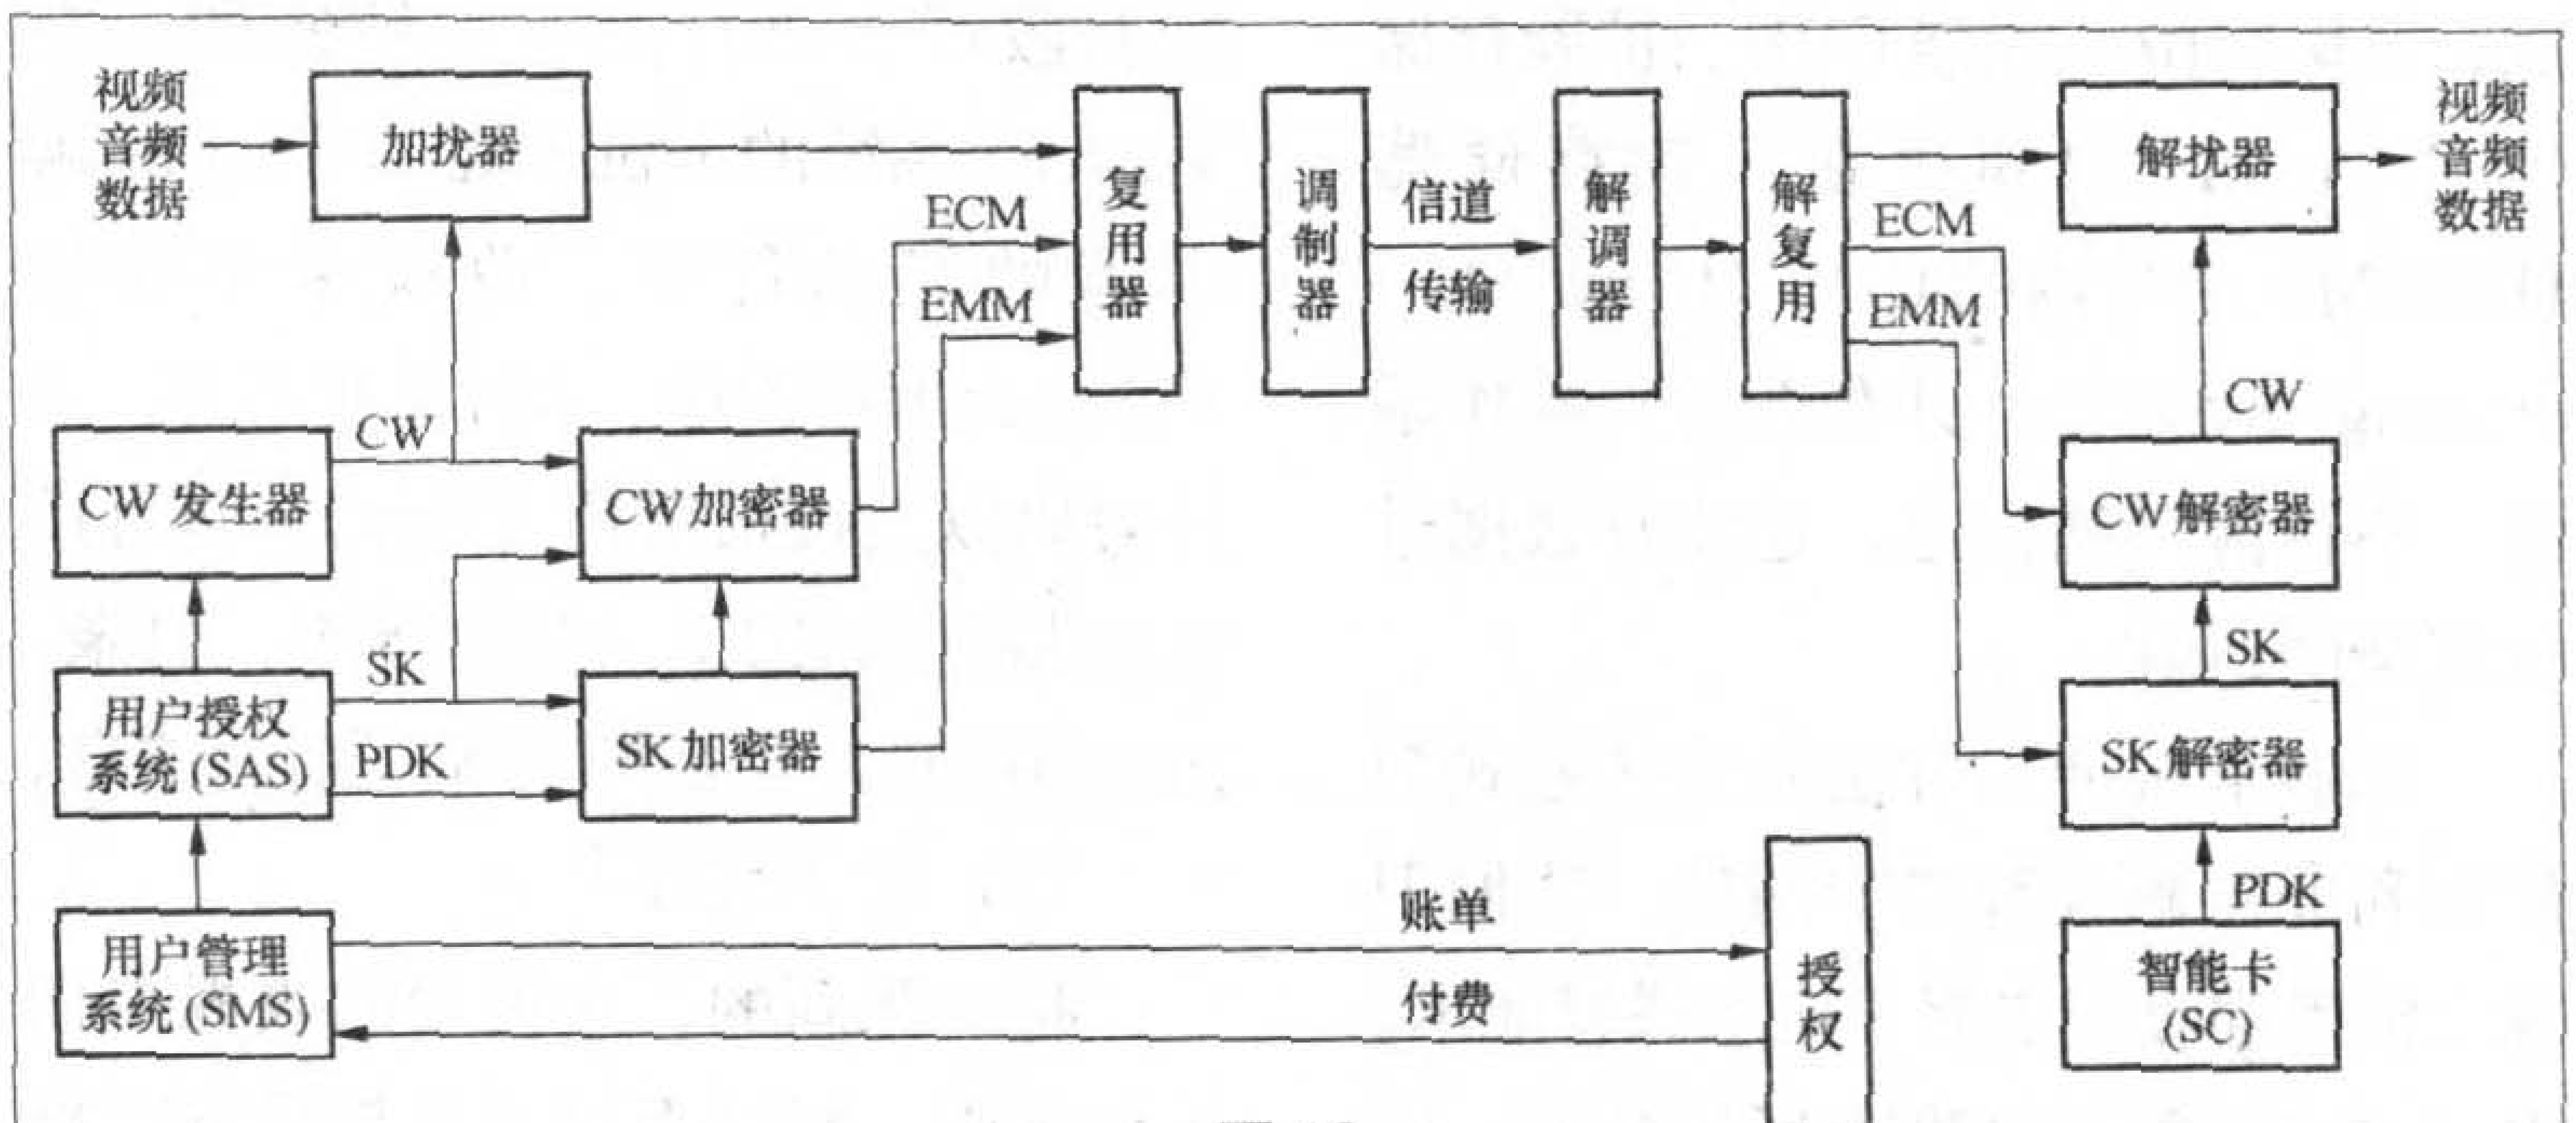

图12
条件收视系统有两项基本功能：①通过加扰方式对节目码流进行加密；②对节目和用户进行授权。我们主要来分析条件收视系统的发送／接收端是怎样进行加／解密和加／解扰流程的。条件收视系统的工作流程如图12所示。